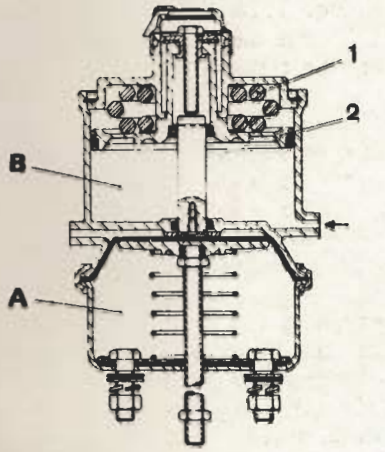

Fig. 11.8. - Desfrenado para marcha normal
— **Desfrenado para marcha normal** (fig. 11.8). — La presión en el cuerpo (B) comprime el muelle (1) por medio del pistón (2), con lo que las zapatas permanecen en reposo.